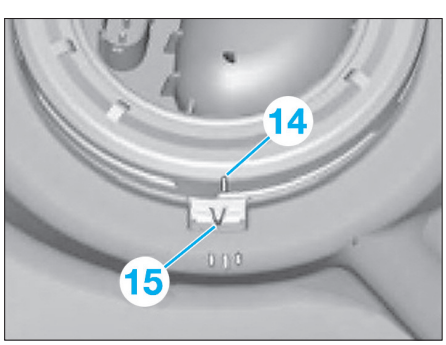

Fig. 53
• Avant de monter le couvercle de maintenance (3), vérifier la mobilité du capteur à levier.
• Positionner le capuchon fileté sans outil et le serrer à la main **(Fig.53)**.